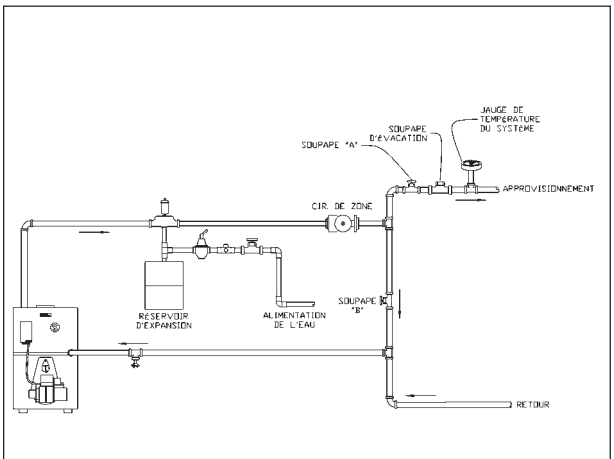

FIGURE 7
B. Cette méthode sert à protéger les chaudières de la condensation qui se forme dû à la température froide de l'eau de retour. Cela est généralement observé dans les gros systèmes par gravité qui ont été convertis ou tout autres systèmes qui ont un gros volume d'eau. Voir la figure 7, ci-dessous.